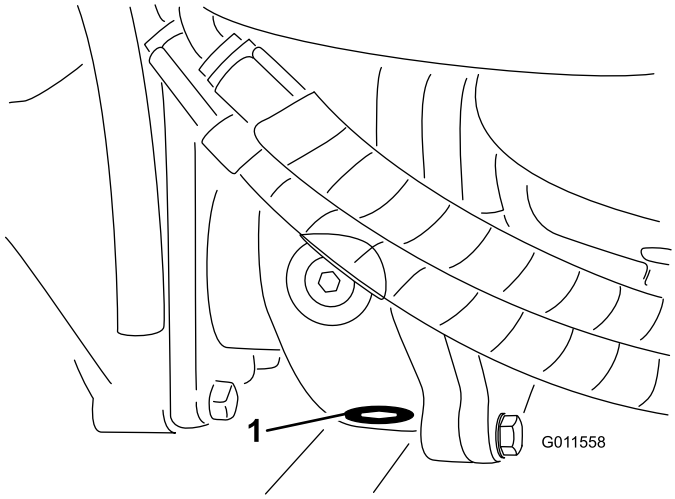

Figuur 61
5. Reinig de omgeving van de aftapplug op de bodem van de tandwielkast (Figuur 61).